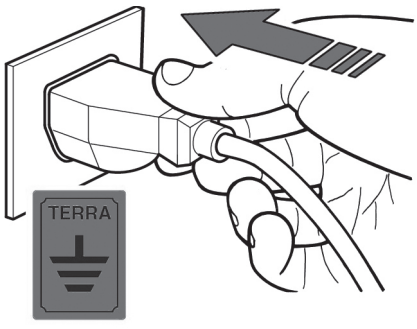

fig. 11
- E' obbligatorio che l'apparecchiatura completa sia collegata adeguatamente ad una efficiente presa a terra (fig.11).
2) Inserire la spina di alimentazione della Vetrina sulla presa fornita dal cliente (fig.11) assicurandosi che la stessa disponga del contatto di terra e che non ci siano prese multiple connesse .